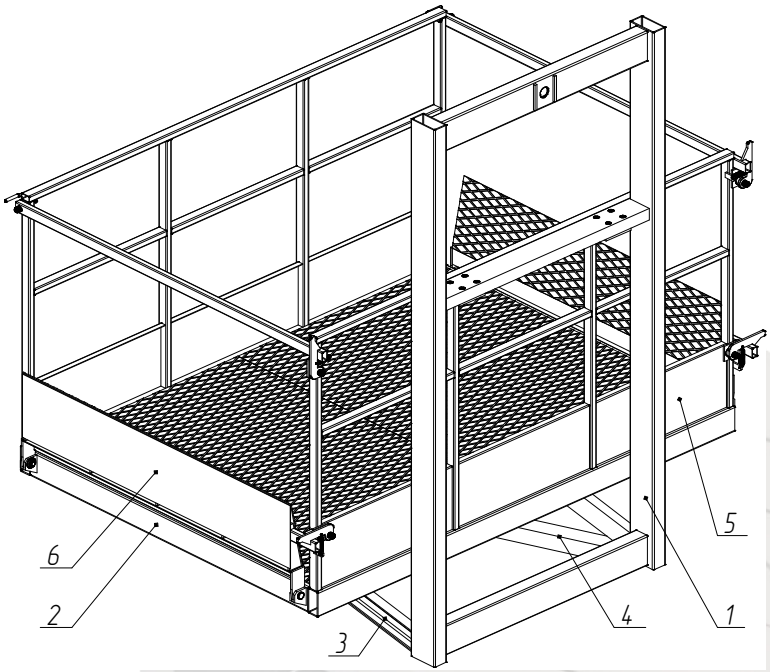

Рис. 9 – Каретка грузовая
4.7.1. Каретка грузовая (рис. 9) предназначена для транспортирования груза. Конструкция представляет собой вертикально расположенную раму (1), выполненную из профильной трубы, с горизонтально установленной в нижней части грузовой платформой (2), укрепленной двумя укосинами (3) и диагональной стяжкой (4). Полезная площадь грузовой платформы ограничена ограждениями (5) и бортами откидными (6). В зависимости от исполнения грузовая каретка может иметь ровную погрузочную площадку (ПМГ-1-1000, ПМГ-1-1000Ш), площадку с направляющими для выкатной тележки (ПМГ-1-1000-01) или площадку с 4-мя коническими роликами для выкатной платформы (ПМГ-1-1000-01П).